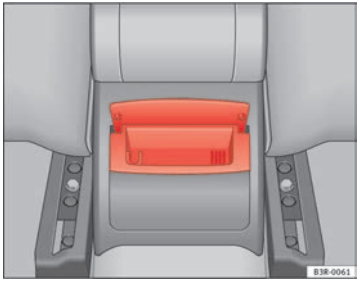

Fig. 123 Rear ashtray
– Take hold of the lid ⇒ fig. 123 and lift out the ashtray.